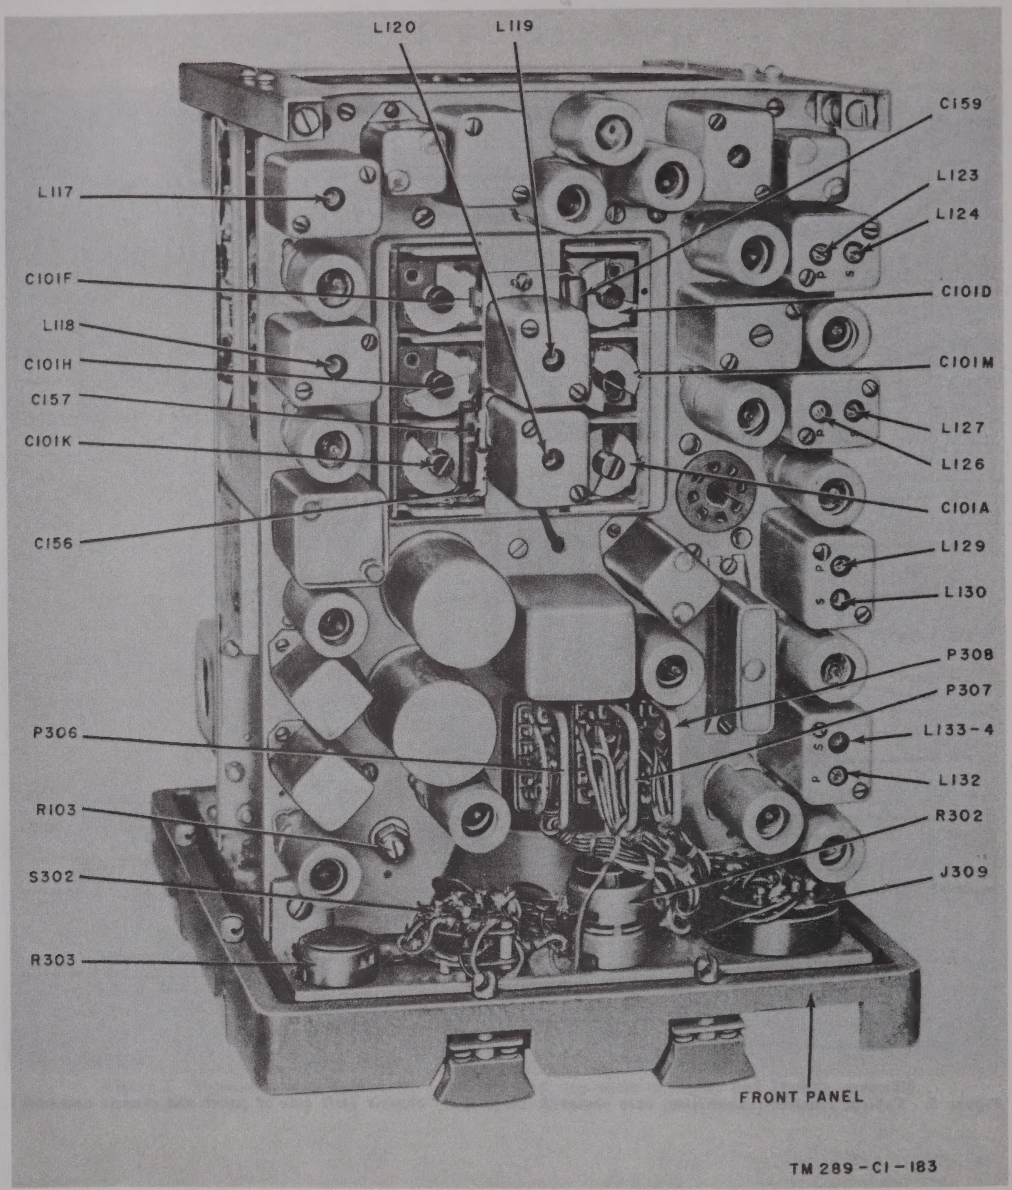

Figure 6. Typical receiver-transmitter, case removed, view of i-f chassis (right side of panel and chassis assembly).
(3) The i-f chassis (figs. 6 and 50 through 59) mounts the components of the variable and fixed receiver i-f amplifier circuits, the receiver and transmitter l-f (low-frequency) oscillators, the transmitter reactance modulator, and the receiver and transmitter audio circuits. One of three control relays (O101) also is mounted on this chassis (fig. 50). A crown coupling (fig. 51) on the variable i-f gang capacitor engages a corresponding coupling on the dial drive assembly in a manner similar to that described in (2) above.